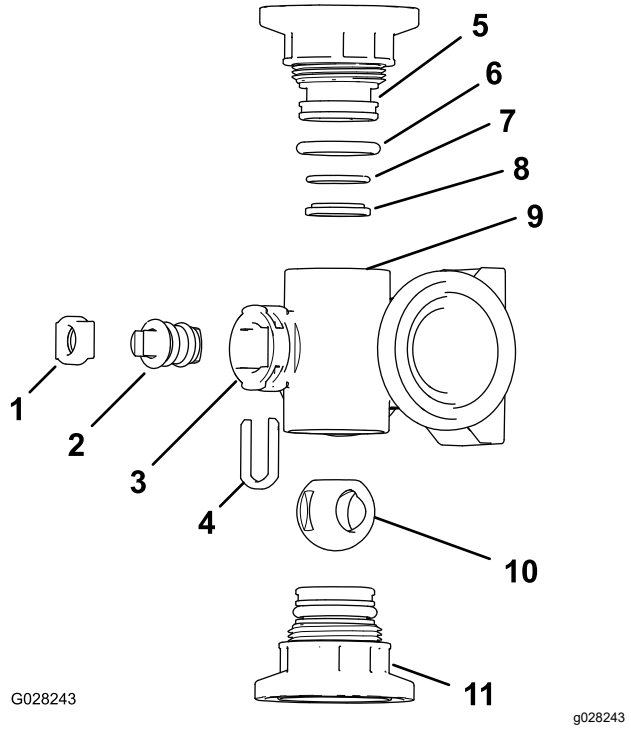
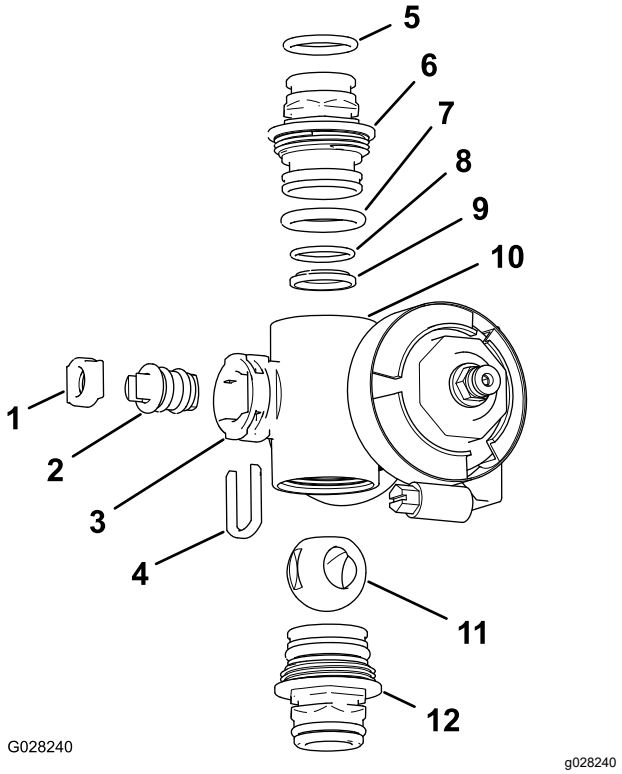

Figur 78
Figur 79
2. Ta bort ändkåpans två fästen från respektive ände av grenrörshuset (Figur 78 och Figur 79).
4. Ta bort ventilskafthållaren från hålen i grenrörets skaftport (Figur 78 och Figur 79).
5. Ta bort ventilskafthållaren och ventilskaftets säte från grenröret (Figur 78 och Figur 79).
6. Ta bort ventilskaftenheten inuti grenrörshuset (Figur 78 och Figur 79).
1. Kontrollera att utloppskopplingens o-ringar (endast sektionsventilens grenrör), ändkåpans o-ringar, bakre sätets o-ringar och kullagret inte är skadade eller slitna (Figur 78 och Figur 79).
2. Stryk på silikonfett på ventilskaftet och montera det i ventilskaftsätet (Figur 78 och Figur 79).
3. Montera ventilskaftet och sätet på grenröret och fäst dem med ventilskafthållaren (Figur 78 och Figur 79).
4. Kontrollera att bakre sätets O-ring och kullagret är inriktade och sitter ordentligt i ändkåpans fäste (Figur 78 och Figur 79)
5. Montera ändkåpans fästenhet på grenrörshuset tills flänsen på ändkåpans fäste vidrör grenrörshuset (Figur 78 och Figur 79), och vrid sedan ändkåpans fäste ytterligare ett åttondels till ett kvarts varv.